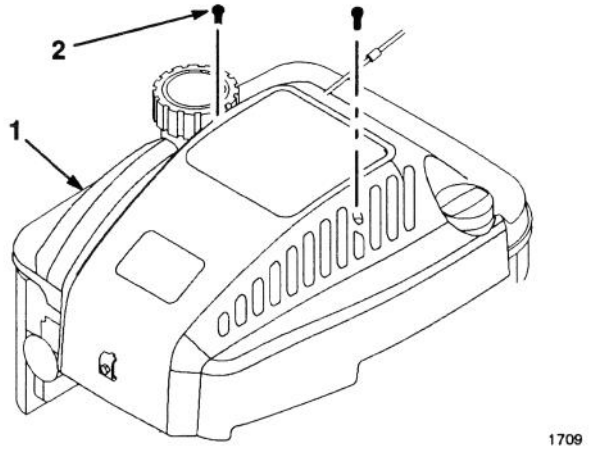

Figure 16
2. Remove (2) screws from engine cover and lift off cover (Fig. 16).